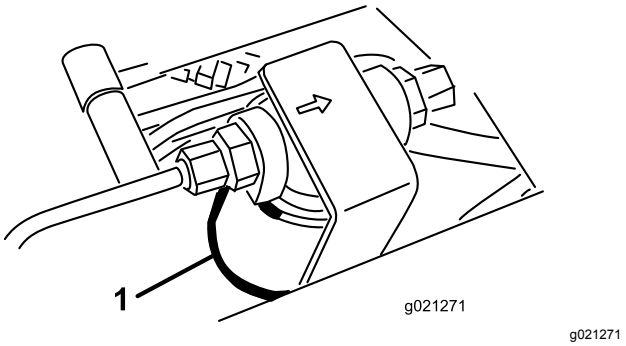
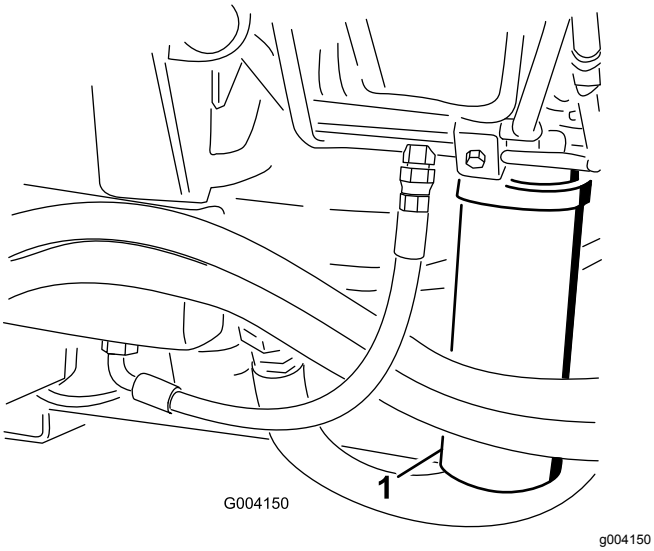

**Figur 102**
**Figur 103**
2. Rengjør området rundt der filteret skal festes, og plasser et tappefat under filtrene (Figur 102) og (Figur 103).